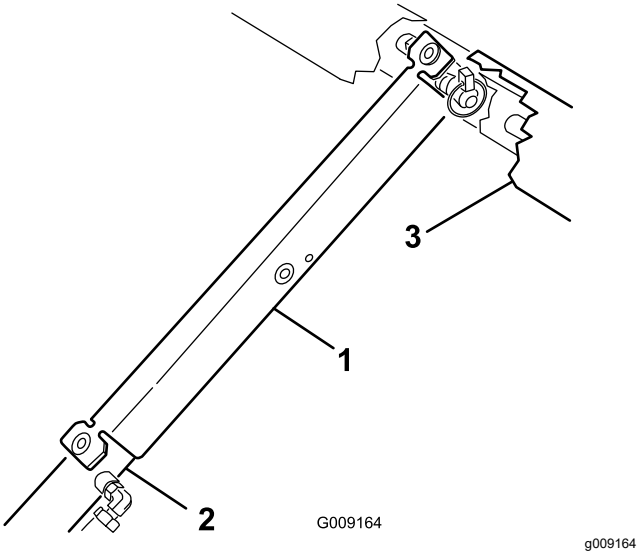

Figur 33
3. Skub ladstøtten ned over cylinderstangen, og sørg for, at tapperne på støtteenden hviler på cylinderløbets og cylinderstangens respektive ender (Figur 33).